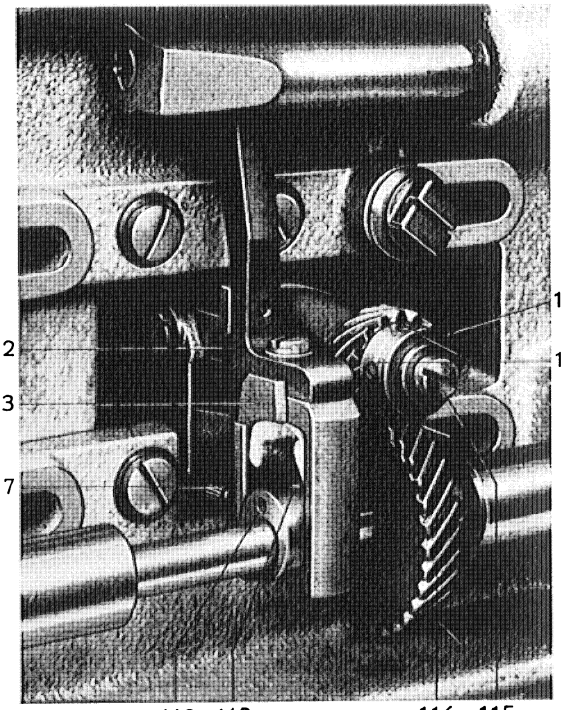

Abb. 26
2. Die Befestigungsschraube 112 (Abb. 26) lockern, die Exzentergabel 113 herauf- oder heruntersetzen und dadurch die richtige Höhe des Transporteurs einstellen. Die Stützschraube 117 muß entsprechend der Verstellung der Exzentergabel 113 mit verstellt werden. Sie soll an der Exzentergabel anliegen und sie dadurch abstützen.
Der Hubexzenter 119 muß so eingestellt sein, daß die Oberkante des von unten kommenden Transporteurs im gleichen Moment wie die von oben kommende Nadelspitze die Stichplattenoberfläche erreicht. Das Einstellen kann nach Lösen der Schraube 118 (Abb. 26) durch Verdrehen des Exzenters 119 vorgenommen werden.
In dieser Stellung muß die Greiferspitze genau auf Mitte Nadel stehen. Ist dieses nicht der Fall, dann muß nach Lösen der Befestigungsschrauben 125 (Abb. 26) des Schraubenrades 126 der Greifer entsprechend verdreht werden. Nach vorgenommener Einstellung sind die Befestigungsschrauben 125 wieder fest anzuziehen.